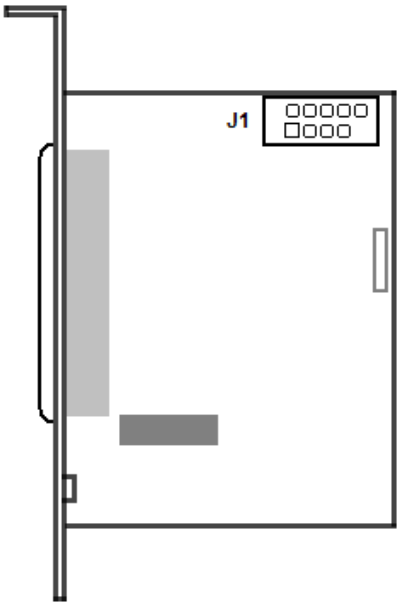

**Figure 2.4—18 Connector layout of the MO USBIO 4x4 card**
The MO USBIO 4x4 card is an interface of external sensors (DI) and external executive devices (DO) as a part of video surveillance and fire and security alarm systems (Figure 2.4—18).